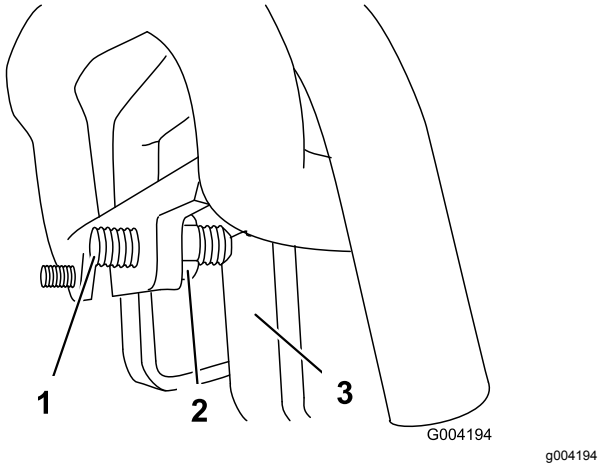

Figur 57
3. Om traktorenheten drar åt **vänster**, lossa **höger** kontramutter och justera inställningsskruven framtill på drivreglaget (Figur 57).
4. Om traktorenheten drar åt **höger**, lossa **vänster** kontramutter och justera inställningsskruven framtill på drivreglaget (Figur 57).